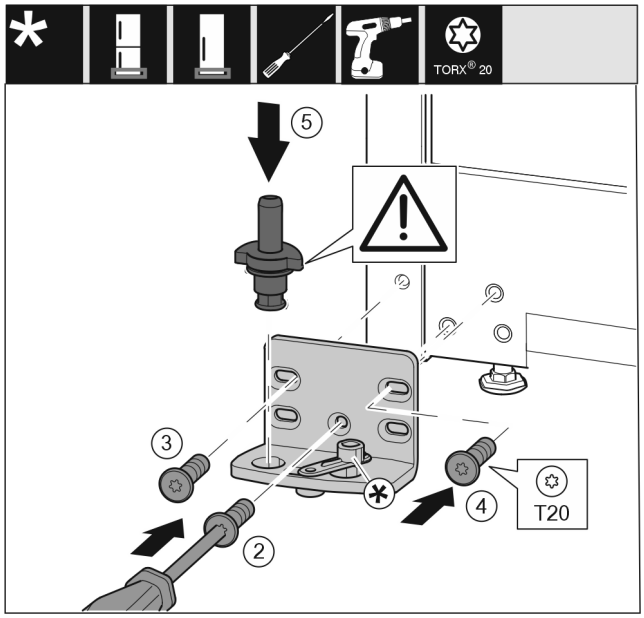

Fig. 16
- ▶ Place the bearing bracket on the other side and screw it on with a T20 screwdriver. Start with screw 2 at the bottom in the middle. *Fig. 16 (2)*
- ▶ Screw in screws 3 and 4 tightly. *Fig. 16 (3,4)*
- ▶ Insert the bearing pin completely. Make sure that the latching lug is pointing to the rear. *Fig. 16 (5)*